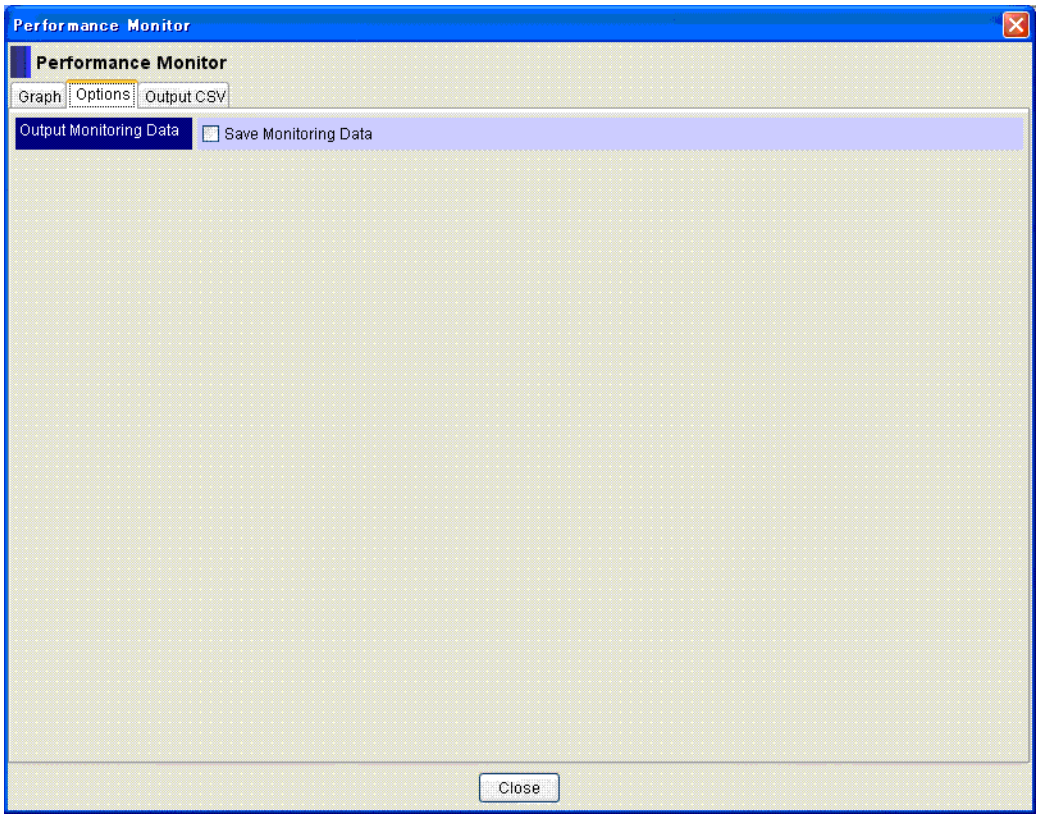

Figure 9-5: Performance Monitor - Save Monitoring Data
1. Click the Options tab. Performance Monitor displays the Options Window that contains two sub tabs: Output Monitoring Data and Save Monitoring Data as shown in Figure 9-5 on page 9-20.